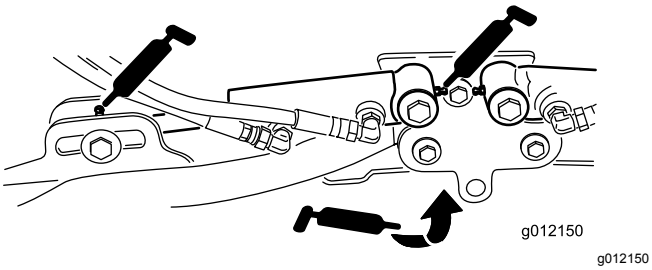

Figuur 73
- Cilinders van hefarm van maaidek (2 elk) (Figuur 73)
- Draaipunten van hefarm (1 elk) (Figuur 73)